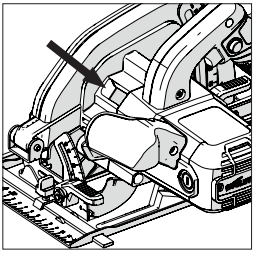

Fig. 3
- Localice el botón del seguro del eje de la máquina (que está situado de forma similar en todas las máquinas). Bloquee el eje de la máquina activando el botón del seguro del eje. **(Fig. 3)**.